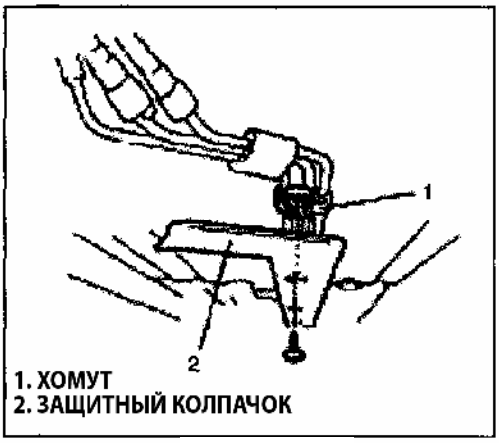

Рис. 328
4) Установите защитный колпачки на корпус автомобиля (Рис. 328).